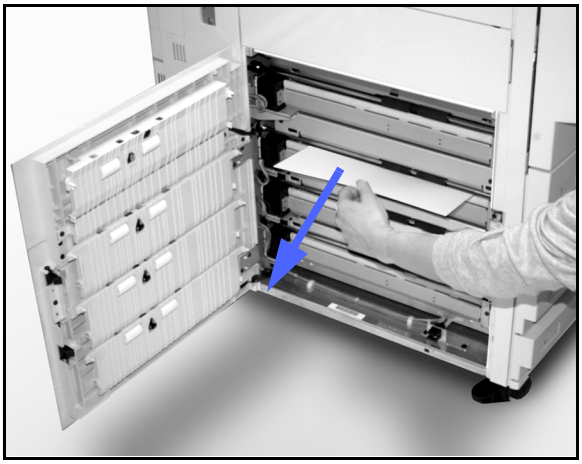

Figuur 4: Een storing aan de linkerkant oplossen
- Indien de papierstoring voortkomt uit de papierladen 1, 2, 3 of 4 dan dient het zijpaneel achter de linkerdeur te worden geopend (zie figuur 4).